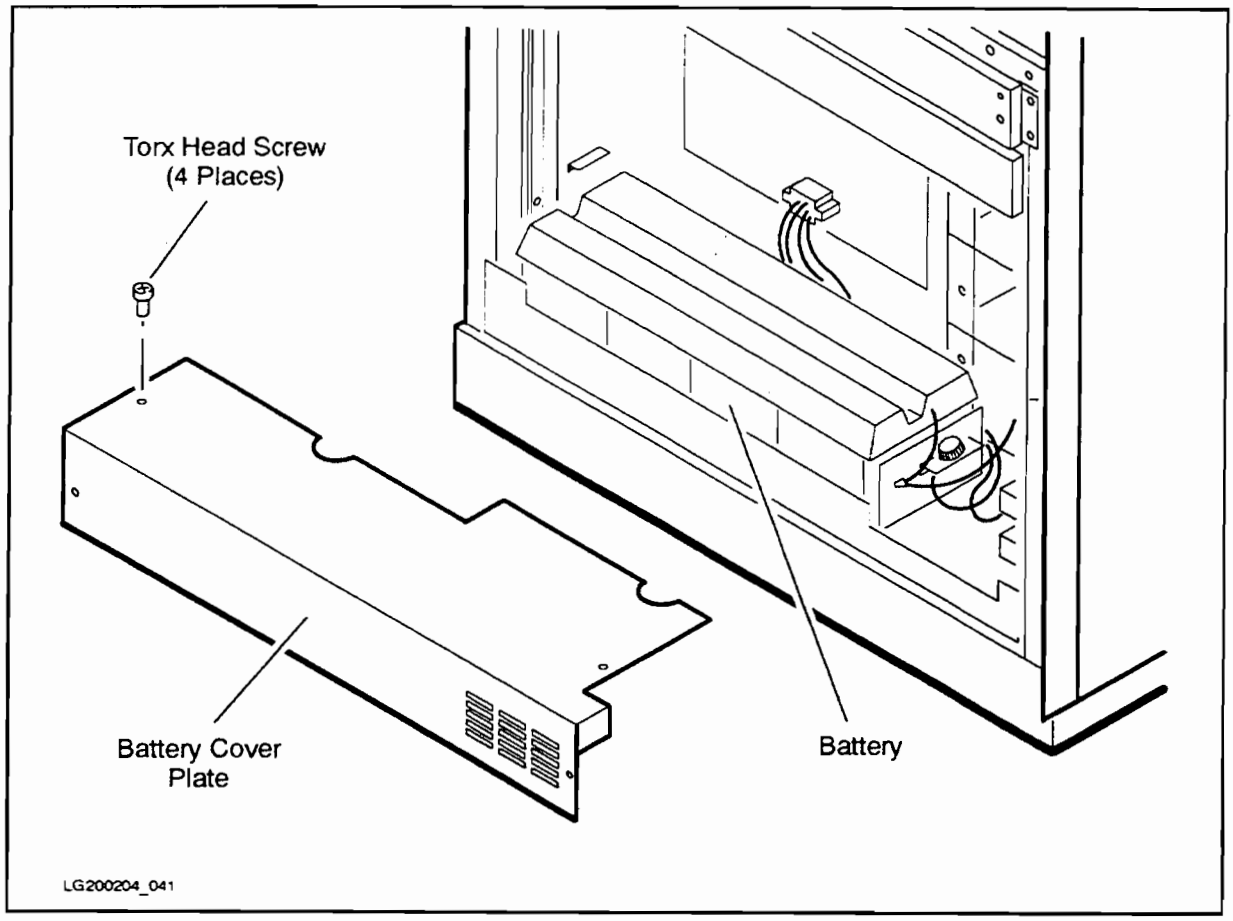
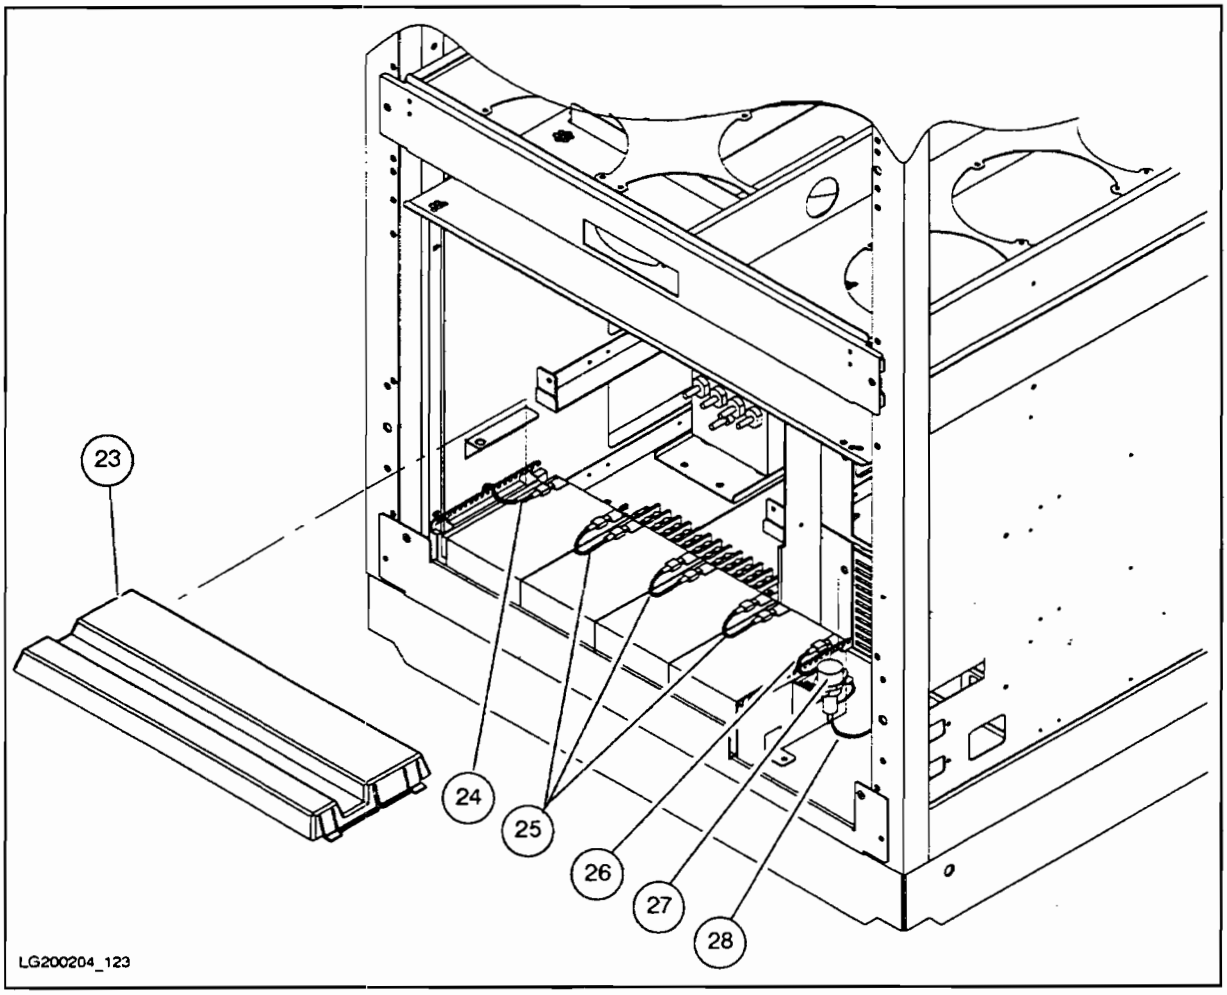

Figure 9-8. Sheetmetal Enclosure (Cabinet Front)
Figure 9-9. Batteries or Fuse (Cabinet Front)
The battery and the fuse are located at the front lower part of the cabinet. To replace the fuse or the battery, you will need to remove the metal shield protecting the battery at the front of the cabinet (see Figure 9-8).
1. Loosen the two knurled captive screws on the left and right sides of the PFC module (item 19) at the rear of the cabinet.
2. Detach the two cables (the PFC interface cable and the 300 Volt connector: items 52 and 53) that are connected to the PFC module at the rear of the cabinet.
4. Remove the four (4) screws holding the metal cover at the bottom front of the cabinet (see Figure 9-8).
To remove the fuse, see Figure 9-8 and Figure 9-9:
1. Remove the four (4) screws holding the metal cover at the bottom front of the cabinet (see Figure 9-8).
To replace the fuse (item 27 in Figure 9-9), remove the fuse cap, and reverse the above procedures.
To remove the batteries, see Figure 9-9: